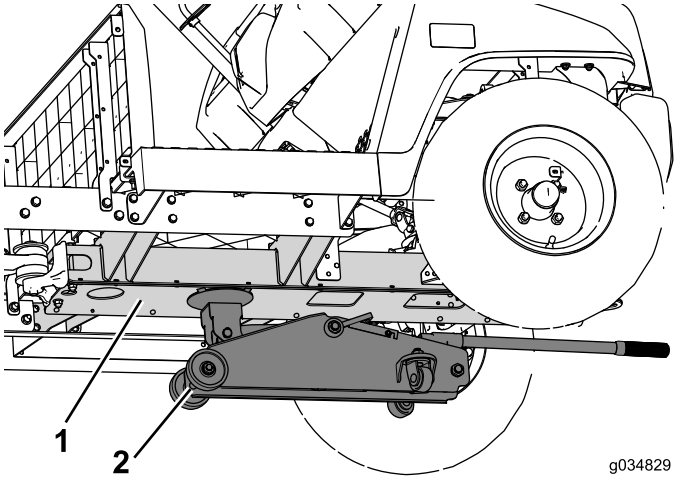

Figure 15
1. Use a floor jack under the center channel to support the front of the machine (Figure 15).